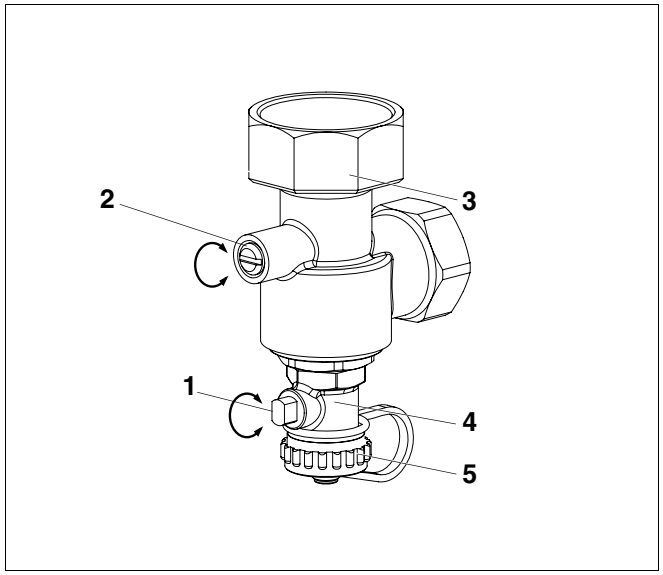

Fig. 12 Angled non-return valve
- Set the slotted screw (Fig. 12, **Item 2**) on the angled non-return valve (Fig. 12, **Item 3**) to the vertical position (always open).
- Unscrew cover (Fig. 12, **Item 5**) of filling valve (Fig. 12, **Item 4**), screw on filling hose and set the filling valve toggle (Fig. 12, **Item 1**) to the vertical position (open).
- Slowly fill system via filling valve (Fig. 12, **Item 4**).
- Set the slotted screw (Fig. 12, **Item 2**) on the angled non-return valve to the horizontal position (operating state).
- Continue to fill system via filling valve (Fig. 12, **Item 4**).
- Once the system is full, close the filling valve (Fig. 12, **Item 4**).